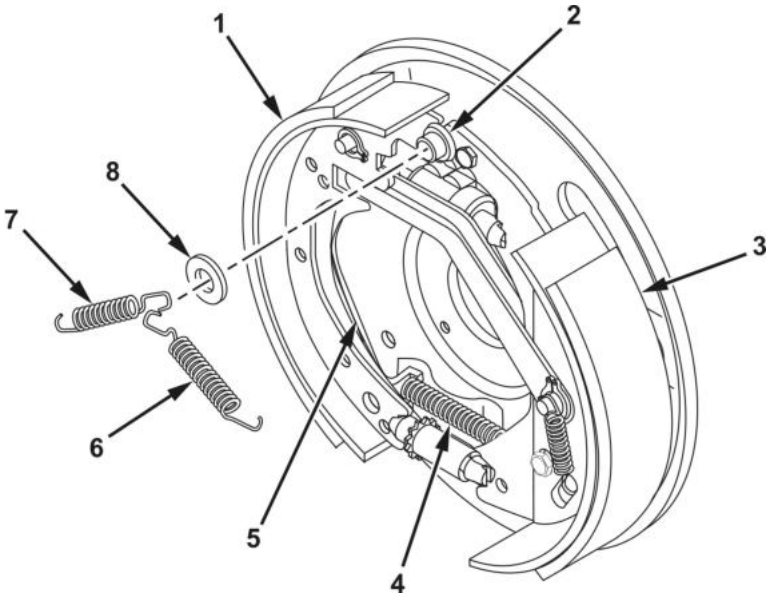

Figure 3. Front/Rear Shoe Spring Removal.
1. Remove front shoe spring (Figure 3, Item 6) from front brakeshoe (Figure 3, Item 3) and anchor pin (Figure 3, Item 2).
2. Remove rear shoe spring (Figure 3, Item 7) from rear brakeshoe (Figure 3, Item 1) and anchor pin (Figure 3, Item 2).
3. Remove washer (Figure 3, Item 8) from anchor pin (Figure 3, Item 2).
4. Remove handbrake cable (Figure 3, Item 4) from parking brake link (Figure 3, Item 5).